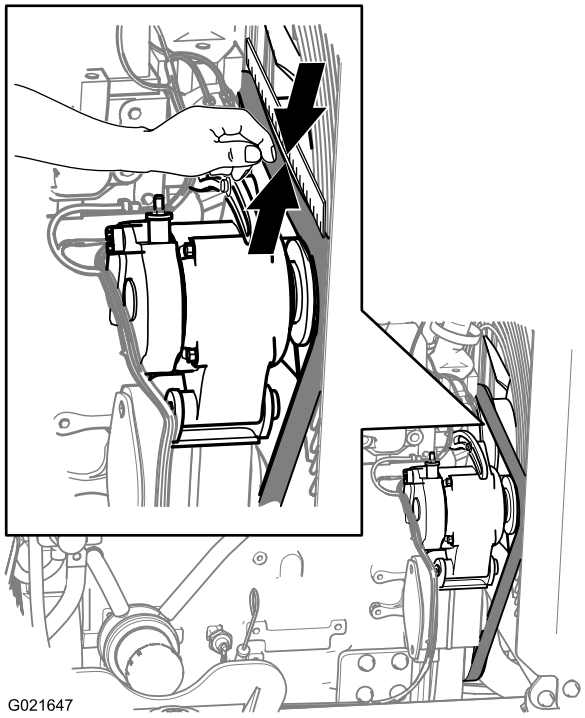

Rysunek 114
3. Sprawdzić, czy pasek nie jest przecięty lub popękany, nie ma poluzowanych przewodów i czy nie widać smaru, oleju, skręceń lub innych oznak nadmiernego zużycia (Rysunek 114).
3. Ustawić liniał mierniczy nad paskiem i kołami pasowymi w sposób pokazany w Rysunek 114.
4. Docisnąć pasek do punktu środkowego między kołem pasowym wentylatora i kołem pasowym alternatora (patrz Rysunek 114).